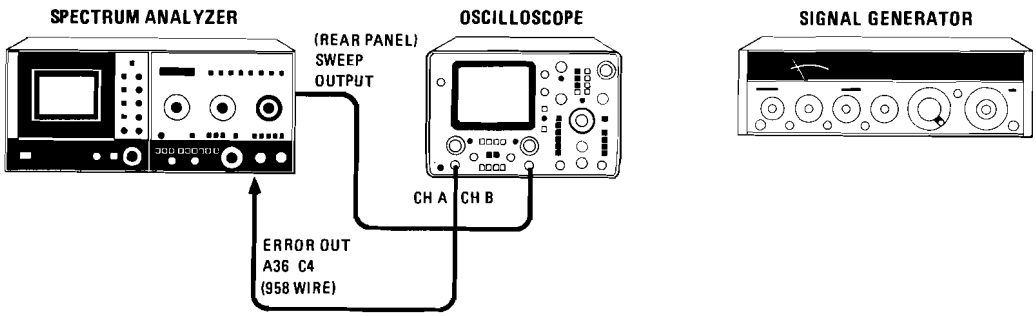

Figure 5-39. Tuning Stabilizer VCXO Check and Adjustment Test Setup
q. Connect equipment as shown in Figure 5-39 and set oscilloscope for an externally swept (A B) dc coupled 10 mV/division display. Set 8565A controsl as follows: